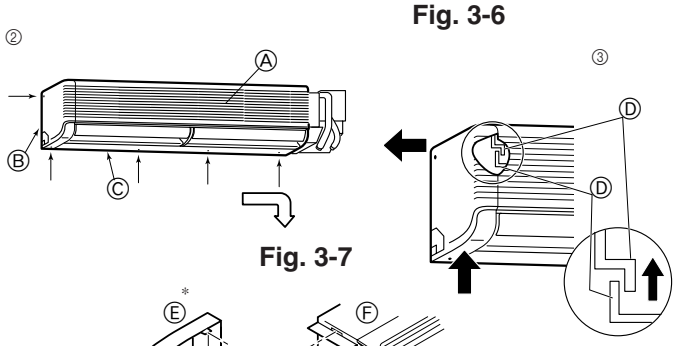
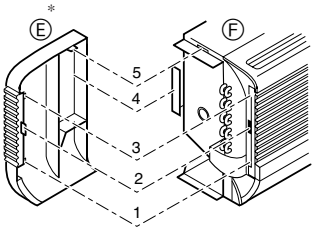

Fig. 3-7
Fig. 3-8
- Ⓓ Wandbefestigungsklammer ①
② Entfernen Sie die fünf, in der grafischen Darstellung mit Pfeilen, gekennzeichneten Schrauben. (Fig. 3-7)
③ Nehmen Sie die linke Seitenplatte und dann die rechte Seitenplatte ab.
* Aufbau der Seitenplatte und des Gerätekörpers (Fig. 3-8)